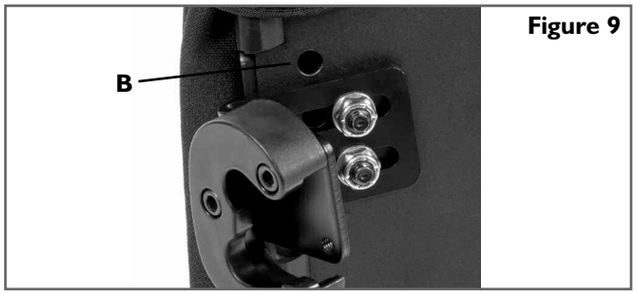
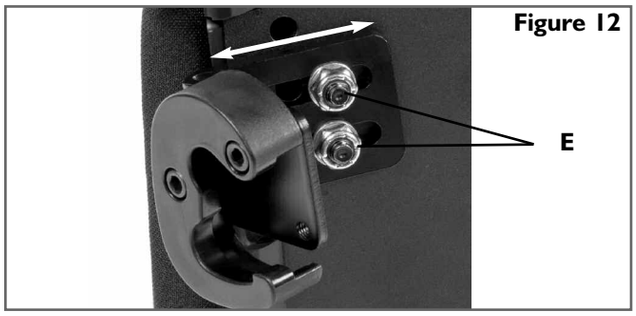

Figure 9
Figure 12
Si une hauteur supplémentaire est nécessaire, modifiez la position des éléments de fixation côté coque en desserrant les écrous (Figure 12-E) et en plaçant les éléments supérieurs ou inférieurs dans les trous correspondants (Figure 9-B). Serrez bien les éléments de fixation côté fauteuil. Le couple de serrage recommandé est de 8,5 à 9,6 Nm (75 à 85 po-lb). Rattachez les éléments de fixation côté fauteuil à la coque du dossier.
3. Réglage de l'espacement (Figure 12)
1. Desserrez les écrous (Figure 12-E) à l'aide d'une clé de 7/16 po.